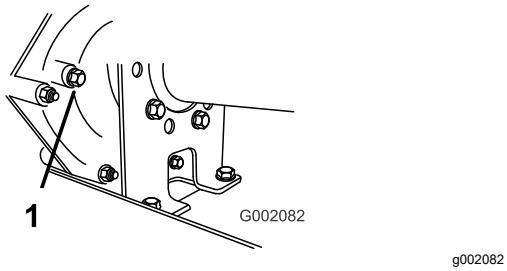

Figuur 59
2. Verwijder de bout uit het peilgat (Figuur 59).